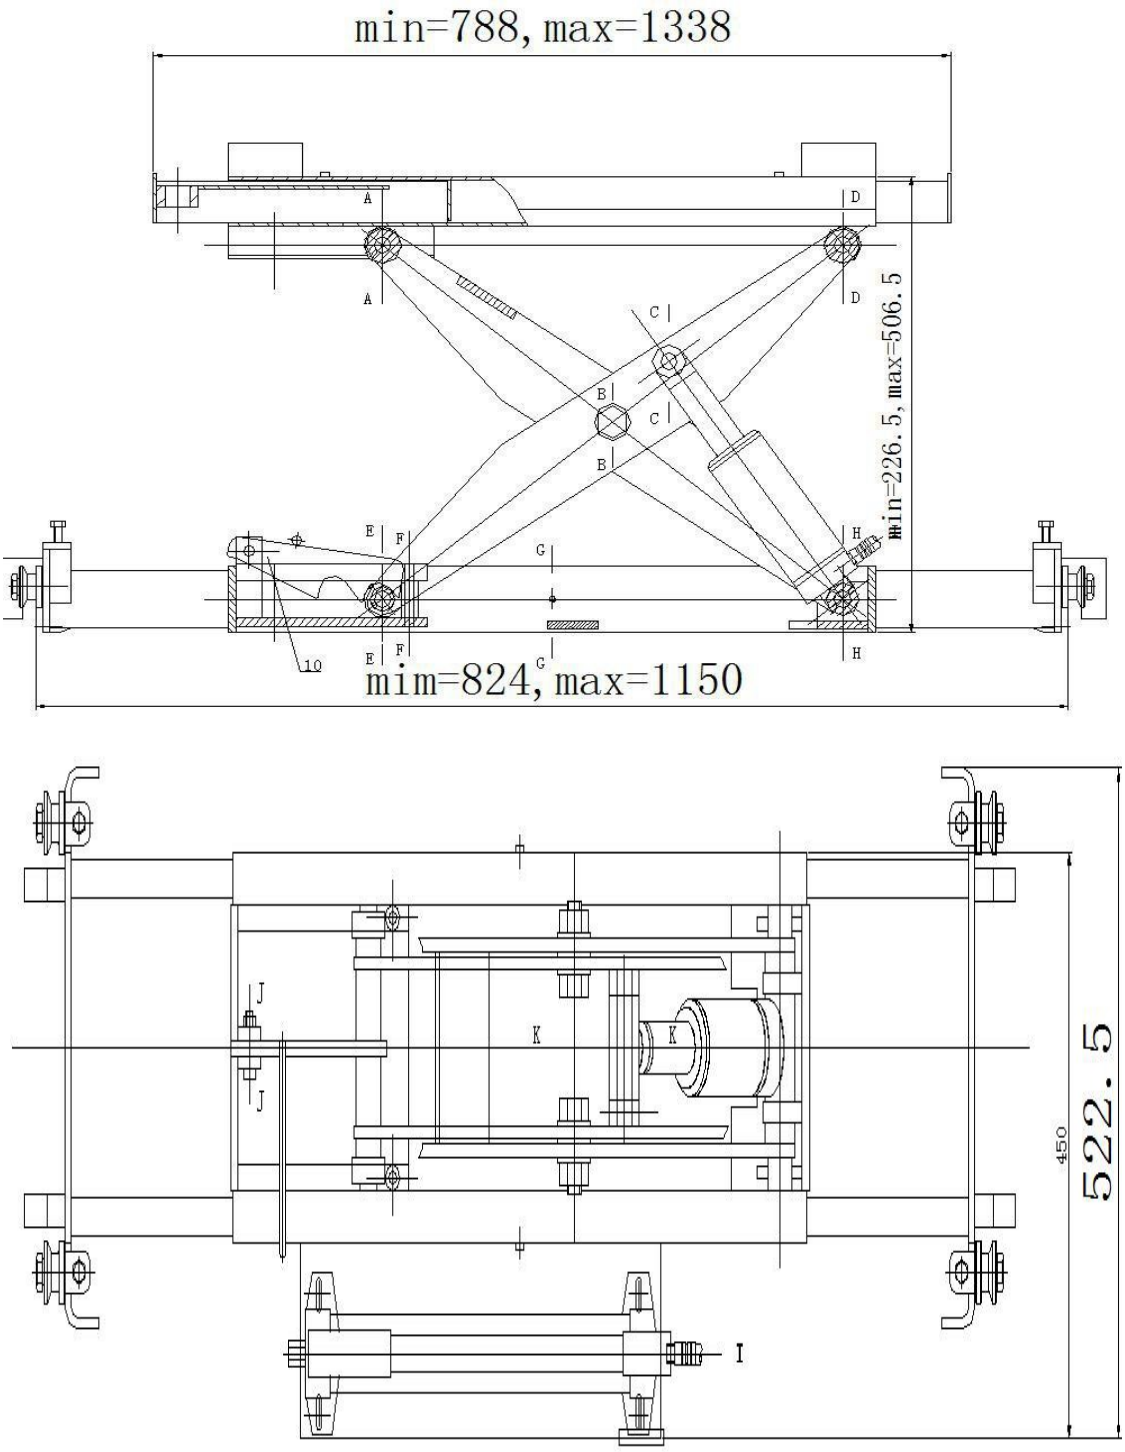

Рис. 1
2.1 Конструкция траверсы RJB2P, рис. 1